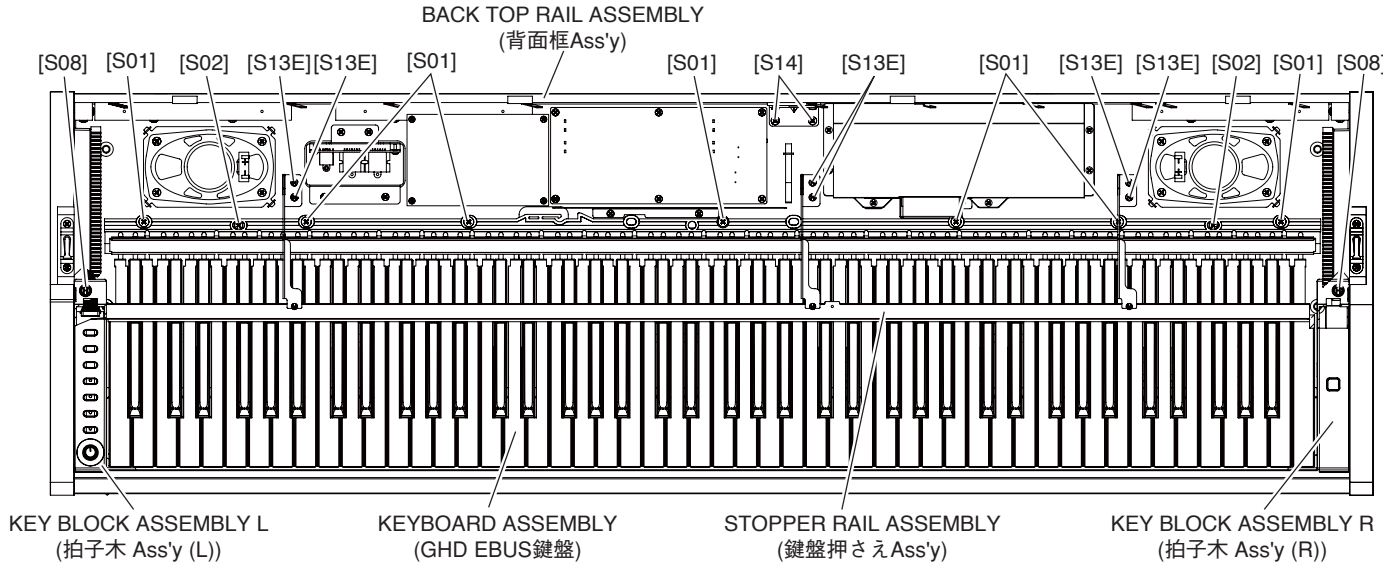

Fig. 5（図5）
7-5 Remove the six (6) screws marked [S13E]. The stopper rail assembly can then be removed. (Fig. 5)
8-5 Remove the screw marked [S08]. (Fig. 5)
8-6 Slide the key block assembly L backward and lift it out. (Fig. 5)
7-5 [S13E] のネジ 6 本を外して、鍵盤押さえ Ass'y を外します。(図 5)
8-5 [S08] のネジ 1 本を外します。(図 5)
8-6 拍子木 Ass'y（L）を後方へスライドさせて外します。(図 5)
9-7 Remove the seven (7) screws marked [S01] and the two (2) screws marked [S02]. The keyboard assembly can then be removed. (Fig. 5)
9-6 [S01] のネジ 7 本と [S02] のネジ 2 本を外して、GHD EBUS 鍵盤を外します。(図 5)